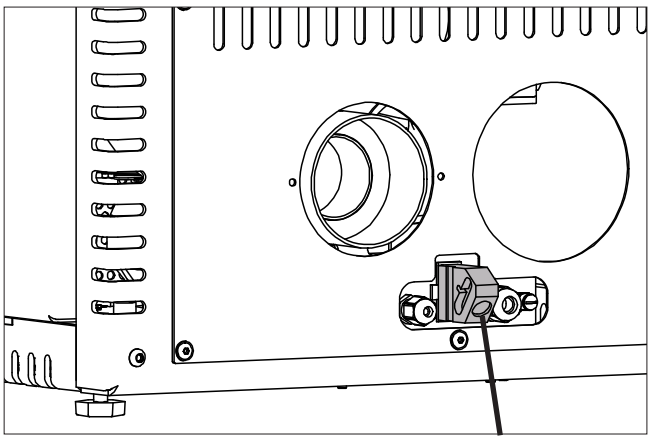

Fig.5 Stecker
- Beiliegenden Stecker in die Buchse auf der Geräterückseite aufstecken (Fig.5). Falls das Gerät mit Zubehör (Externer Raumthermostat und / oder Fernbedienung) betrieben werden soll, vorher die Anschlussleitungen wie in den Zubehöranleitungen beschrieben an den Stecker anschließen.